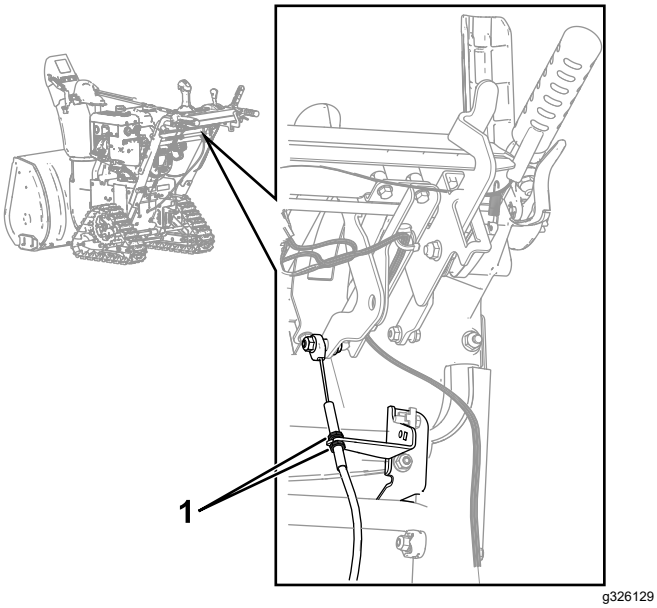

Figure 5
B. Desserrez les 2 écrous sur le câble de vitesse qui reposent sur le support du sélecteur de vitesses, situé sous le panneau de commande (Figure 5).